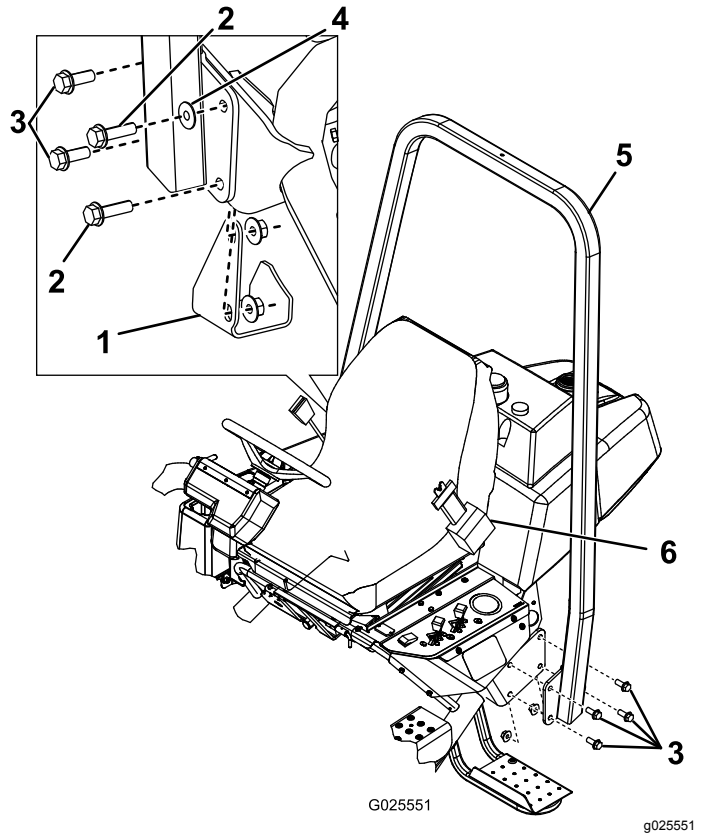

Figur 6
2. Senk veltebeskyttelsesrammen (Figur 6) ned på monteringsbrakettene, og rett inn monteringshullene.
3. Fest hver side av veltebøylen til monteringsbrakettene med fire bolter (1/2 x 1,5 tomme) og låsemuttere (Figur 6).
4. Fest hver side av veltebøylen og den tidligere fjernede jekkputen til monteringsbrakettene med to bolter (1/2 x 1,5 tomme), to bolter (1/2 x 1,75 tommer), én skive og låsemuttere som vist i Figur 6.
Viktig: **Sørg for at du monterer skiven på korrekt sted, som vist i Figur 6.**